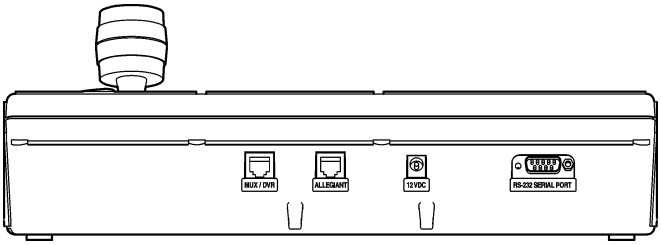

Rys. 2.2. Widok złącz na płycie tylnej urządzenia IntuiKey
1. **Rys. 2.2** przedstawia rozmieszczenie złącz wejścia / wyjścia klawiatury IntuiKey. Na płycie tylnej umieszczone są cztery złącza: dwa gniazda RJ-11, jedno 9-stykowe złącze żeńskie D-Sub oraz gniazdo zasilania zewnętrznego. Gniazda RJ-11 oznaczone są jako **Allegiant** oraz **MUX/DVR**, gniazdo 9-stykowe nosi oznaczenie **RS-232 Serial Port**.